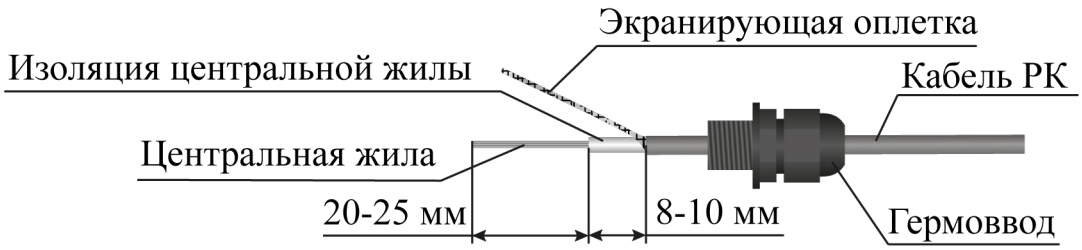

Рисунок 4.22
– на кабель РК надеть гермоввод, корпус муфты (рисунок 4.22);
– слегка затянуть накидную гайку гермоввода (рисунок 4.22);
– снять изоляцию центральной жилы, оставив 8 - 10 мм до края внешней изоляции (рисунок 4.22);
– обкусить центральную жилу, оставив 20 – 25 мм (рисунок 4.22)